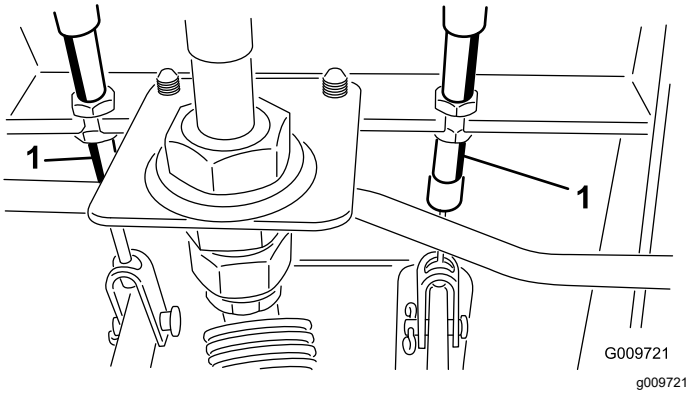

Figur 115
A. Løsne den fremre mutteren på gjengeenden på bremsekabelen (Figur 115).